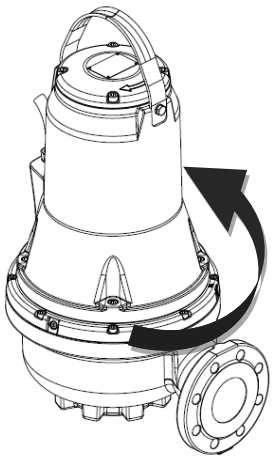

Fig. 10 Direzione di reazione
2. Avviare e arrestare la pompa osservando il movimento (colpo di reazione) del motore. Se collegata correttamente, la girante ruota in senso orario, ossia il corpo pompa tende a ruotare nella direzione opposta (senso antiorario). Vedi Fig. 10. Se il senso di rotazione è errato, intercambiare due fasi qualsiasi del cavo di alimentazione.